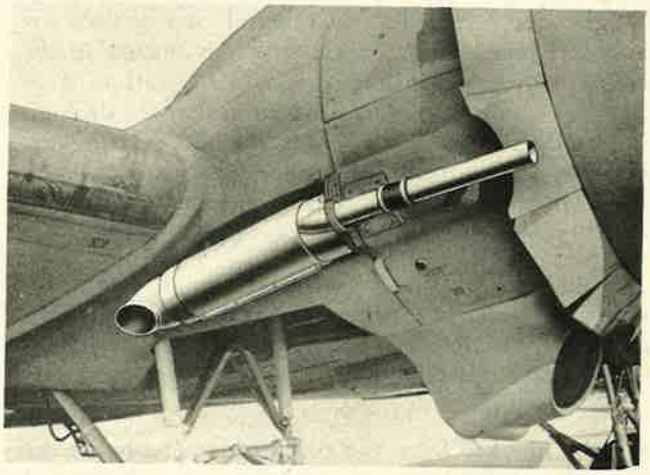

Figure 528—Heat Exchanger Installed (Hot-Air Type System)
(2) MUFF TYPE HEAT EXCHANGER. *(11 and 101, figure 527 and figure 528.)*